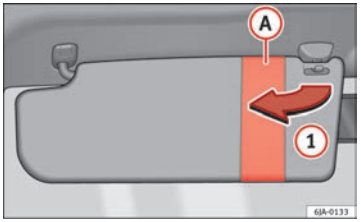
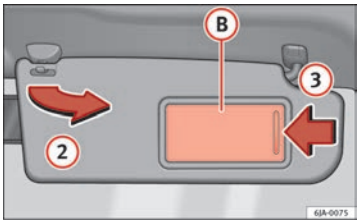

Fig. 64 Driver sun visor
Fig. 65 Front passenger sun visor
The sun visors for the driver and the front passenger can be pulled out of their central supports and turned towards the doors in the direction of arrow (1) ⇒ Fig. 64 and (2) ⇒ Fig. 65 respectively.
The front passenger sun visor includes a vanity mirror (B) with a cover. The cover is opened by sliding it in the direction indicated by arrow (3) ⇒ Fig. 65. ▶